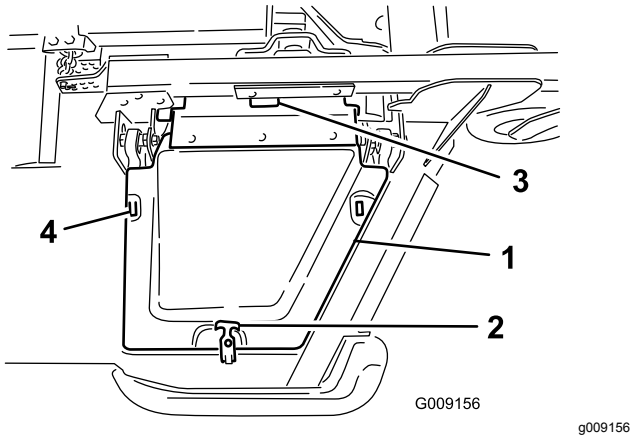

Figur 6
8. Monter dekselet for den lille sideklippeenheten og fest det med gummilåsen (Figur 6).